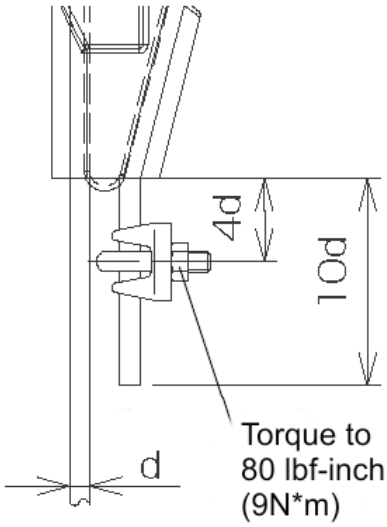
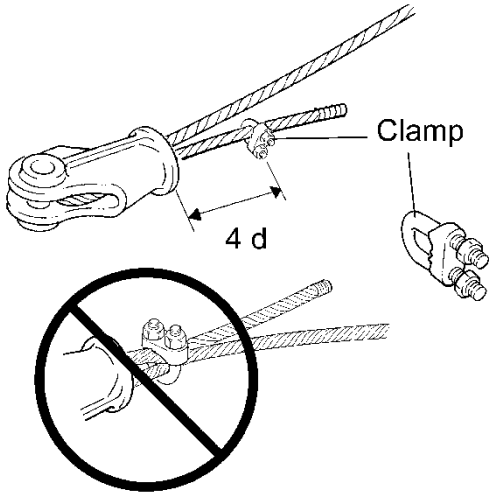

Figure 6-40
Figure 6-41
25) Attach the Wire Rope Clamp approximately 4 times the Wire Rope diameter from the Terminal as shown in **Figure 6-40** and fully tighten the nuts to a torque value of approximately 80 lbf-inch (9 N*m). Do NOT clamp the free end of the rope to the load bearing rope fall (the rope between the Terminal and the Bottom Hook Block) see **Figure 6-41**.